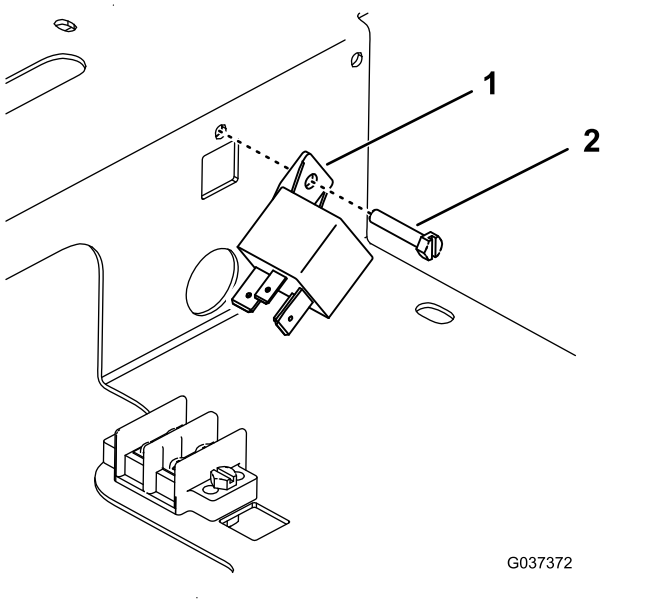

Figur 5
5. Monter effektrelæet til den flade møtrik på siden af rummet med en skrue (Figur 5).